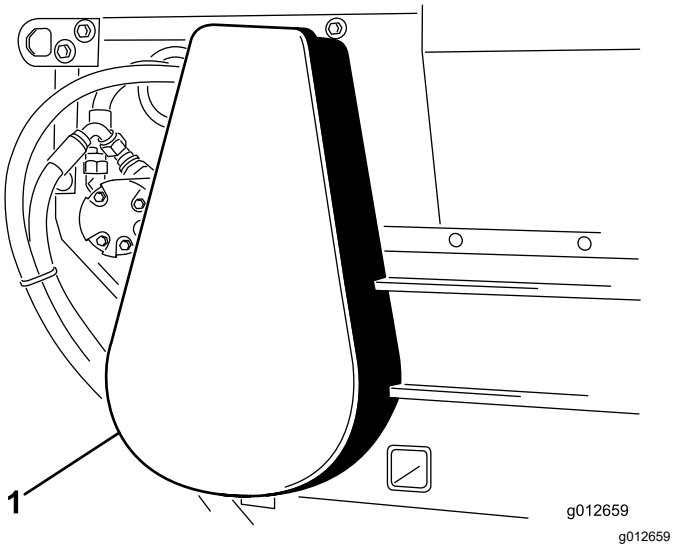

**Figuur 39**
3. Plaats het kettingdeksel (Figuur 39).